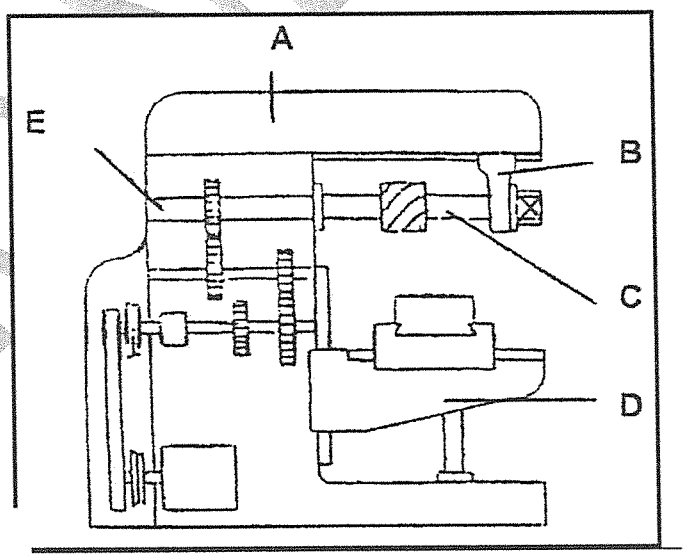

FIGURE 2 (5)
14.1 Study FIGURE 2 below and write down the correct name next to the letters (A–E) in the ANSWER BOOK.